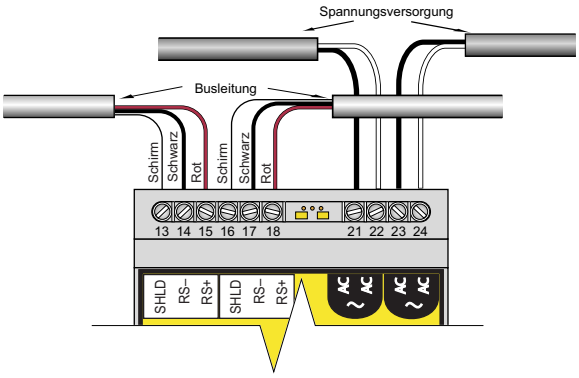

Abbildung 3. Spannungsversorung und Busanschluss
Das TTSIM-2 überträgt sämtliche Alarm und Statusmeldungen über geschirmte RS-485 Twisted-Pair-Busleitungen. Zwei der insgesamt vier Adern der Stromversorgungs und Busleitung werden für Buszwecke benutzt, während die beiden anderen Adern zum Übertragen der Versorgungsspannung dienen. Alternativ kann für die Versorgungsspannung eine eigene Leitung verlegt werden (Abbildung 3). Abgesehen vom letzten TTSIM-2 sind an jedes Modul zwei Leitungen angeschlossen: eine Zuleitung vom TTSIM-128 oder einem anderen Host-System und eine Ableitung für den Anschluss an das nächstfolgende TTSIM-2.
- Als nächstes werden die vier Hauptadern auf einer Länge von etwa 6 mm abisoliert, um die folgenden Verbindungen herzustellen (Abbildung 3):